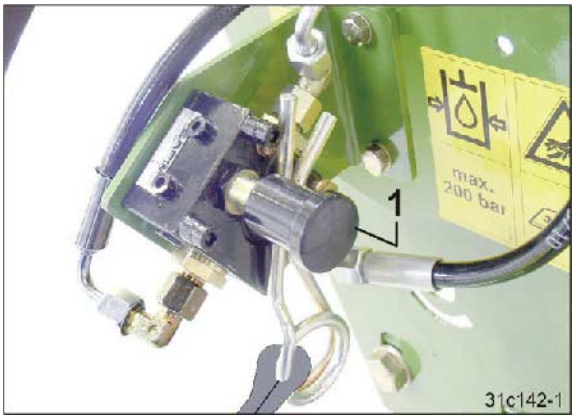

**Fig. 69**
1.1 Actionnez la soupape (Fig. 69/1). L'accumulateur hydraulique se vide.